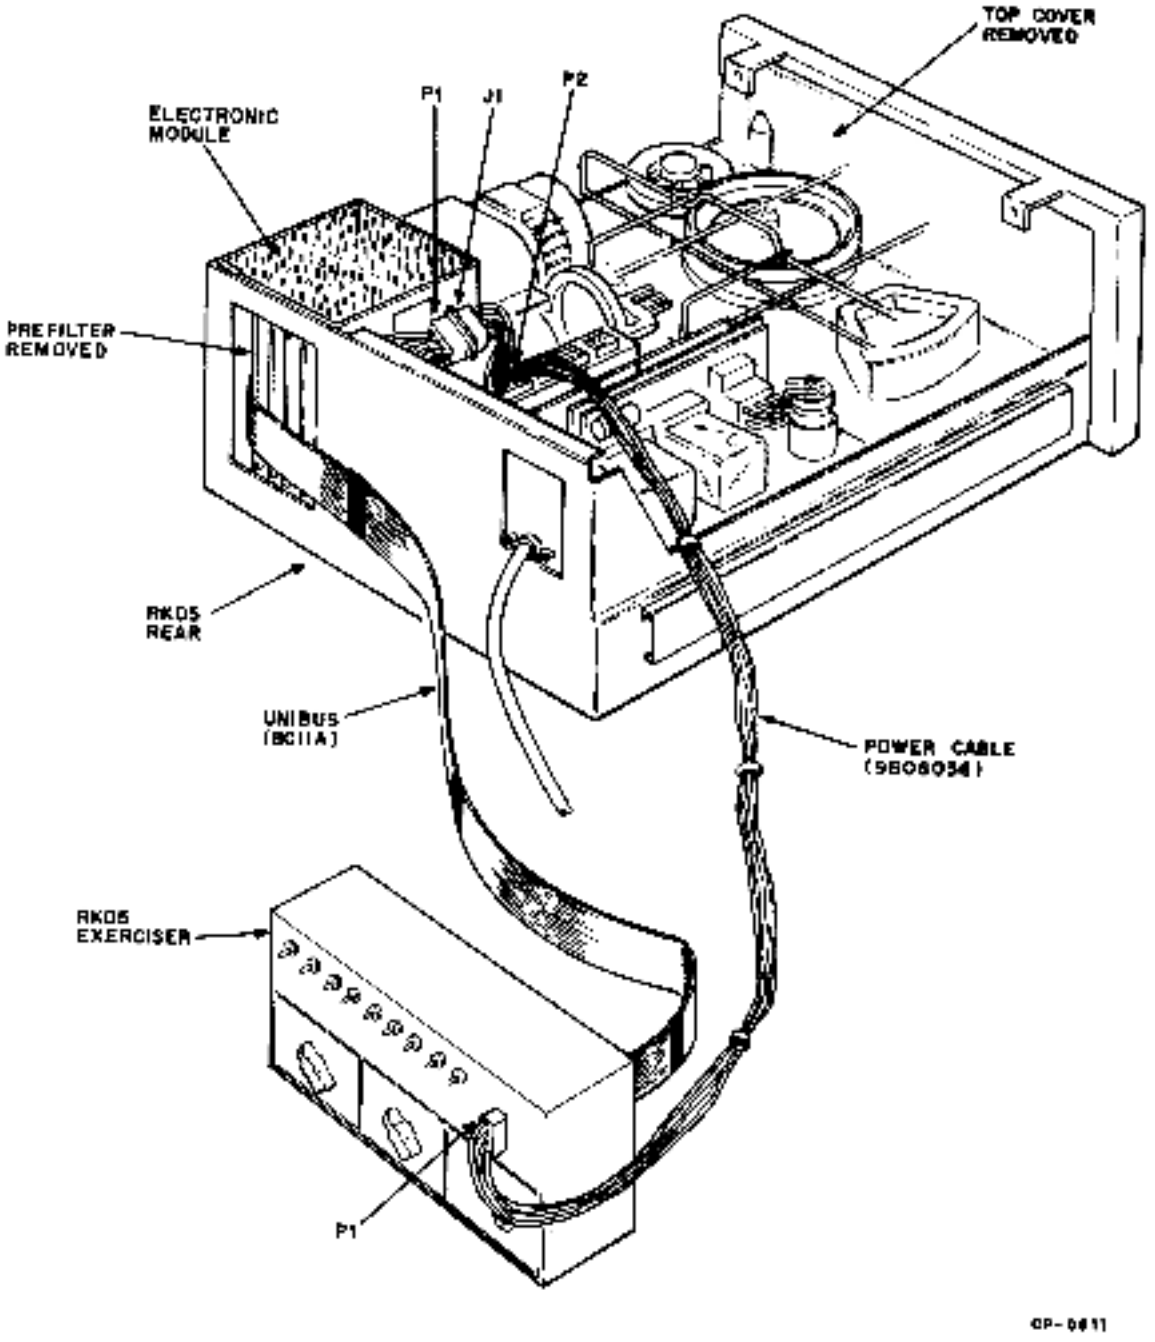

Figure 2-1 Exerciser to RK05 Disk Drive Connection Diagram
1. To connect the RK05 Exerciser to one RK05 Disk Drive, the Unibus cable is installed as follows (Figure 2-1):
3. To install the RK05 Exerciser power cable, proceed as follows (Figure 2-1):